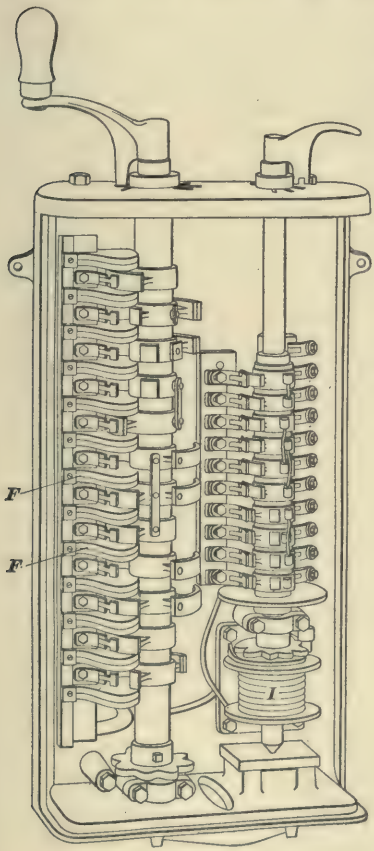
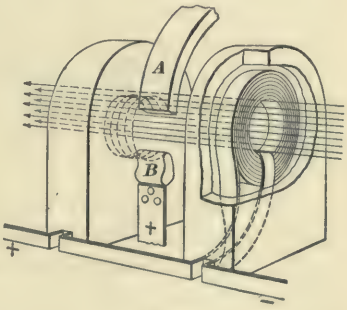
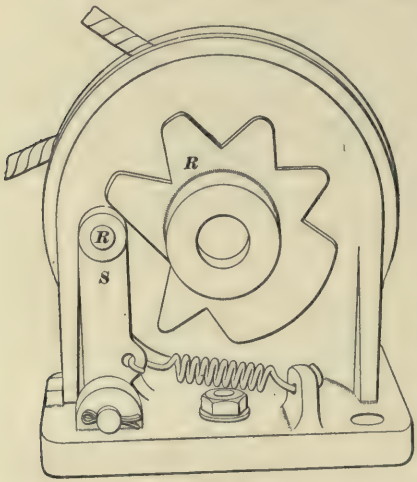
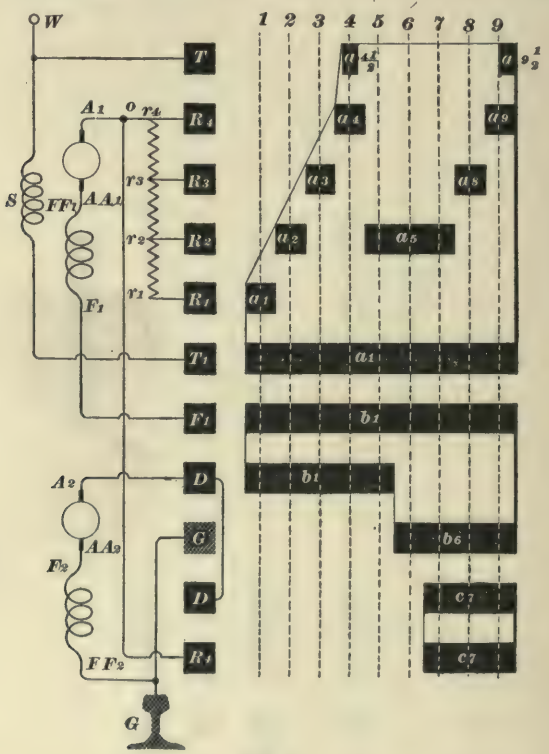

FIG. 9.
FIG. 10.
FIG. 12.
FIG. 17.
**14. Type S Controller.**—The last and the best controller put on the market by The Walker Company, Fig. 9, was the type S, which had several unique features. The most important new feature and the one from which it takes its name, "S" being the initial letter, is the device for blowing out the arc. This device is called a **solenoid,** hence the name solenoid controller or S controller. (A solenoid is another name for a piece of wire wound into a spiral. Take a piece of magnet wire, wind it on a lead pencil, then withdraw the pencil and the wire is left in the shape of a solenoid.) Fig. 10 shows how the solenoids are arranged between the contacts; *A* is a drum contact and *B* one of the fingers. The arcs
**16. Interlocking Device.**—Fig. 12 shows the type S interlocking device. In Fig. 9 it is shown in position at *I*. For reasons already stated, it is a good thing on controllers of any kind to have the two drums so interlocked that the reverse handle cannot be thrown over unless the power drum is at the off-position. On the type S controller, the interlocking of the drums is electromagnetic; the reverse drum is locked, whenever current is passing through the controller, by means of an electromagnetic device, which makes it necessary that the power drum be thrown to the off-position before the reverse handle can be moved; but at such times as the controller may not be in use, the handles can be turned freely in any way that may be desired.
The reverse drum is made to center itself in line with its contact plates and fingers by means of the usual spring-actuated roller and star wheel shown at *R*, *R*, Fig. 12. If the roller is locked, the reverse drum must be locked also; the arm *S* on which the roller is mounted carries an extension, not shown in the figure, shaped in the form of an eyelet, which, when the roller is in the trough of a notch, falls in line with a hole in the center of the solenoid, through whose
**21. Simple Wiring Diagram Without the Combination Cut-Out Switch.**—Fig. 17 is a car-wiring plan with the motor cut out, reverse switch and brake device left out, and the wires run direct, so that it can be easily seen where such devices are cut into the circuit. In Fig. 17, *S* is the solenoid or blow-out coil; it is shown here, as it is always shown in car-wiring diagrams of the type S controller, as a single coil; but, as a matter of fact, there are several blow-out coils; they are embedded in the thick vulcabeston partition rings that separate the fingers from each other. These partitions are shown in Fig. 9 at *F*, *F*. The advantage claimed for this construction is that each blow coil is used only when the fingers whose arcing it is intended to put out, are used.
In Fig. 17, the position of the blow coil in the circuit is such that it must carry a current whenever the controller carries one, unless the power drum happens to rest on a notch where the blow coil is intentionally cut out. The
**31. Notches and Positions.**—The type S controller has seven marked notches. The first four notches are the series-notches, and the last three notches are the multiple notches. The fourth notch is the series-running notch, and the last notch is the multiple-running notch. The type S has twelve positions, of which nine only are marked as shown in Fig. 17. The three unmarked positions are the ones used to cut the blow-out coil into and out of circuit on each side of the fourth position and on one side of the ninth. To compare the notches and the regular positions: The first position is the first notch, which is a marked notch, but is not a running notch; the second position is the second notch, which is also a marked notch, but not a running notch; the third position is the third notch—a marked notch, but not a running notch; the fourth position is a marked notch and is the series-running notch; the fifth and sixth positions are not marked on the controller top, because the motorman is not supposed to stop on them; they are both change or transition positions. The fifth position is the same as the second, and on the sixth position there is only one motor in action, so that if the power drum is allowed to
In Fig. 17, it would appear that the starting coil is divided into three equal parts, but this is not so; it is divided into three parts, but the resistance included between posts $r_1$ and $r_2$ is equal to the sum of the resistances in the other two sections; so that one-half of the total resistance is cut out on the second notch, one-half of the remainder on the third notch, and the remaining quarter on the fourth notch. Also, the first notch multiple includes one-half the starting coil.